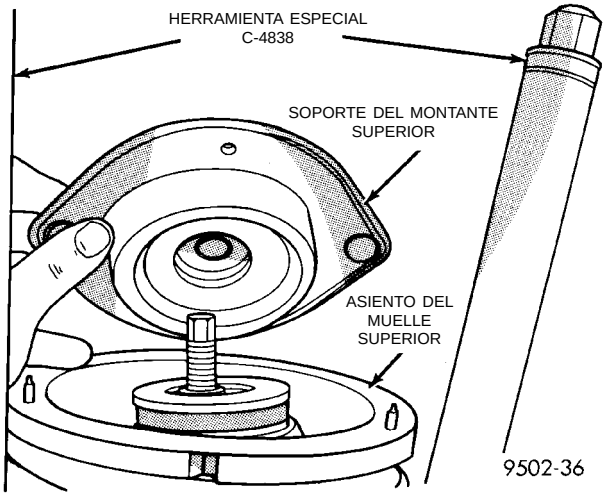
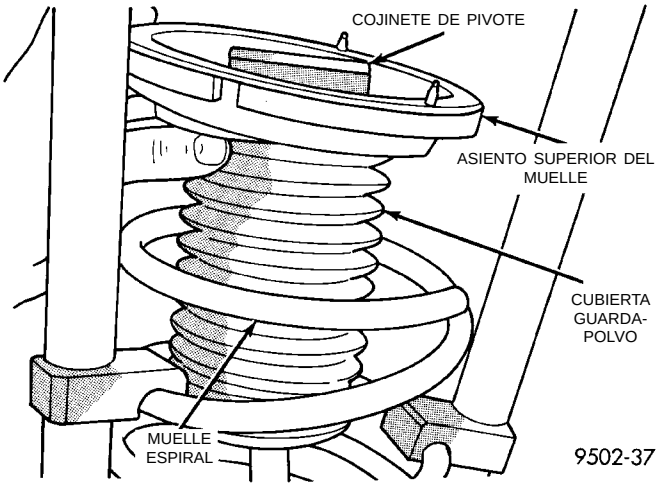

Fig. 62 Soporte del montante
Fig. 63 Conjunto del asiento superior del muelle
(5) Retire el soporte/aislante del conjunto del montante (Fig. 62).
(6) Retire del montante el asiento superior del muelle, el cojinete de pivote y el protector contra polvo como conjunto (Fig. 63).
(4) Instale en el montante el protector contra polvo, el cojinete de pivote y el asiento superior de muelle como conjunto (Fig. 63).
(5) Coloque la escotadura de alineación del asiento de muelle superior con el soporte de la horquilla en el conjunto del montante.
(6) Instale el soporte del montante en el conjunto del montante (Fig. 62) y la tuerca de retención del soporte del montante en el eje del conjunto del montante.